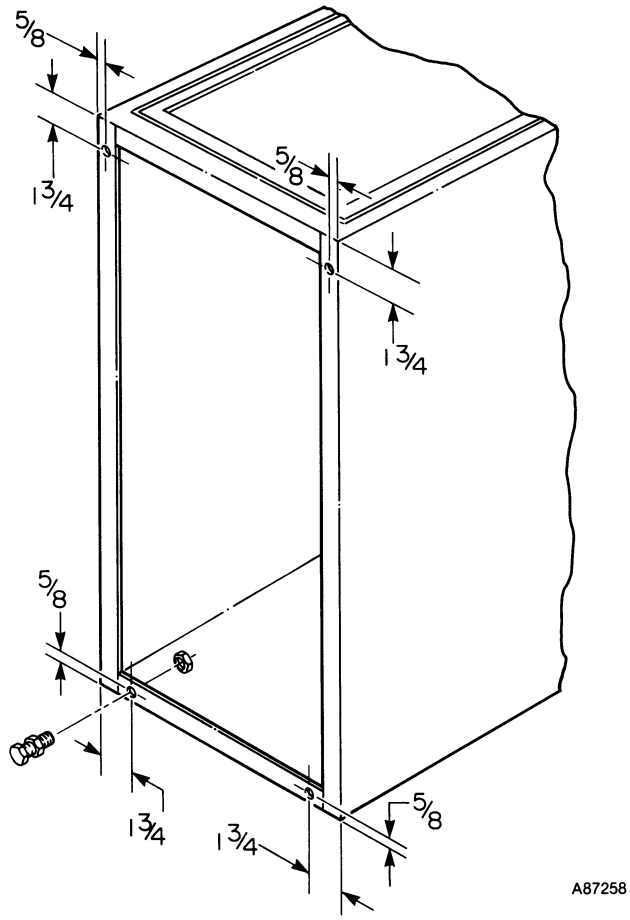

Figure 10—Leveling Leg Installation
When the furnace is used with side inlet(s), and leveling legs are required, refer to Figure 10, and install field-supplied corrosion-resistant 5/16-inch machine bolts and nuts.
1. Lay furnace on its back, locate and drill 5/16-inch diameter hole in each bottom corner of furnace as shown in Figure 10.